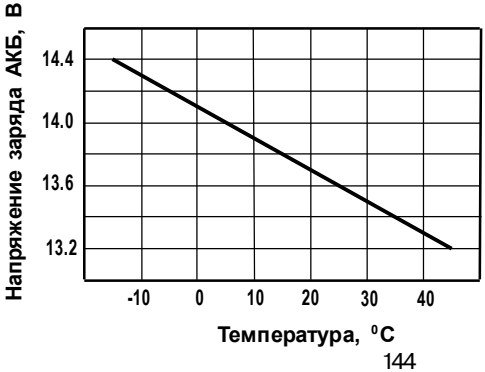

Рисунок 124
- заряд АКБ производится по специальному алгоритму и оптимально удовлетворяет требованиям фирм производителей необслужимаемых свинцово-кислотных АКБ. В процессе заряда рабочая температура контролируется датчиком температуры, установленным на нижней границе платы управления в непосредственной близости к верхней поверхности АКБ. Напряжение заряда зависит от рабочей температуры и регулируется в соответствии со следующим графиком (рисунок 124):